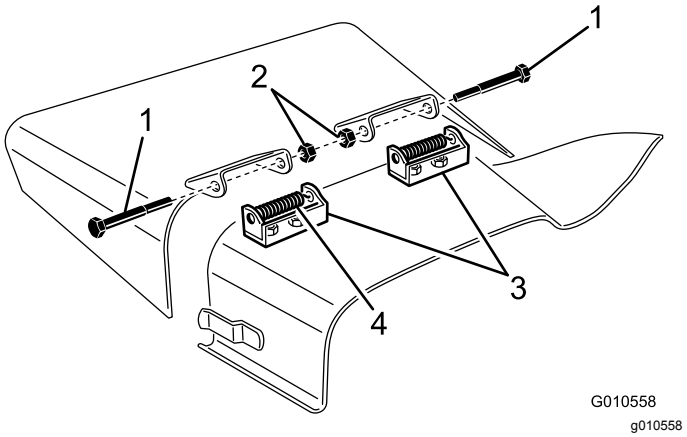

Figur 31
4. Ta bort de två huvudskruvarna, låsmuttrarna och fjädrarna som fäster utkastarfästena på tappfästena (Figur 31).
5. Ta bort tappfästena genom att avlägsna vagnsbultarna och muttrarna (Figur 31).